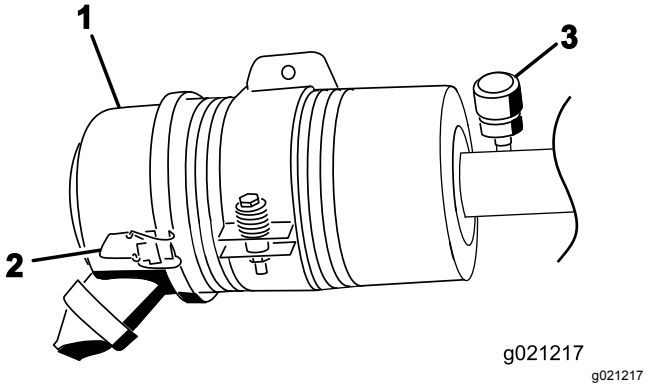

**Figur 57**
Utför bara service på luftrenarfiltret när serviceindikatorn (Figur 57) anger att det krävs. Om du byter luftfiltret tidigare ökar det risken för att smuts kommer in i motorn när filtret har avlägsnats.
1. Lossa spärrhakarna som håller fast luftrenarkåpan på luftrenarhuset (Figur 57).